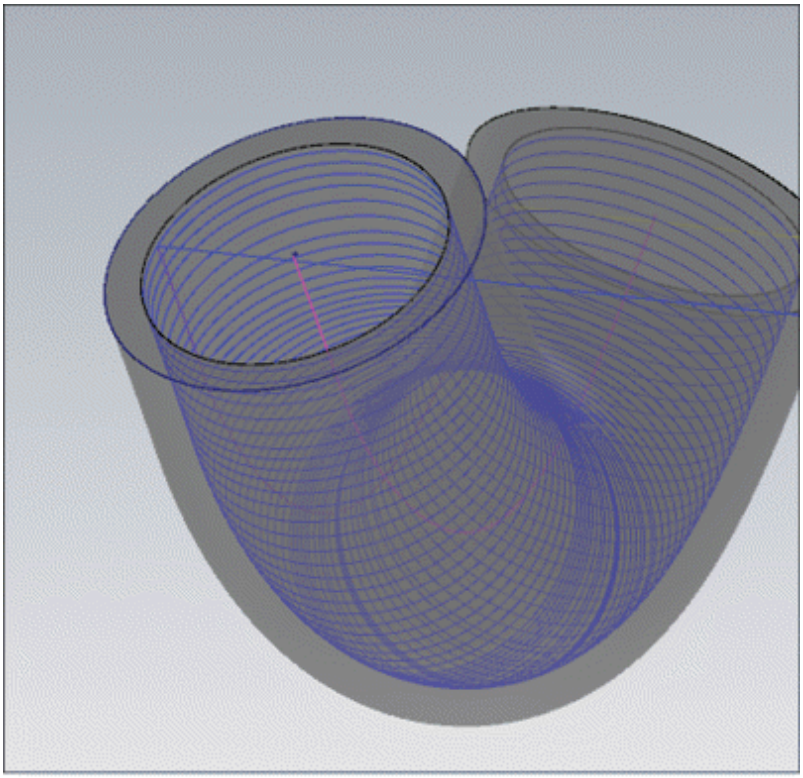

Figure-41. Port Expert toolpath generated
- Specify the other parameters as discussed earlier and click on the **OK** button to generate the toolpath; refer to Figure-41.